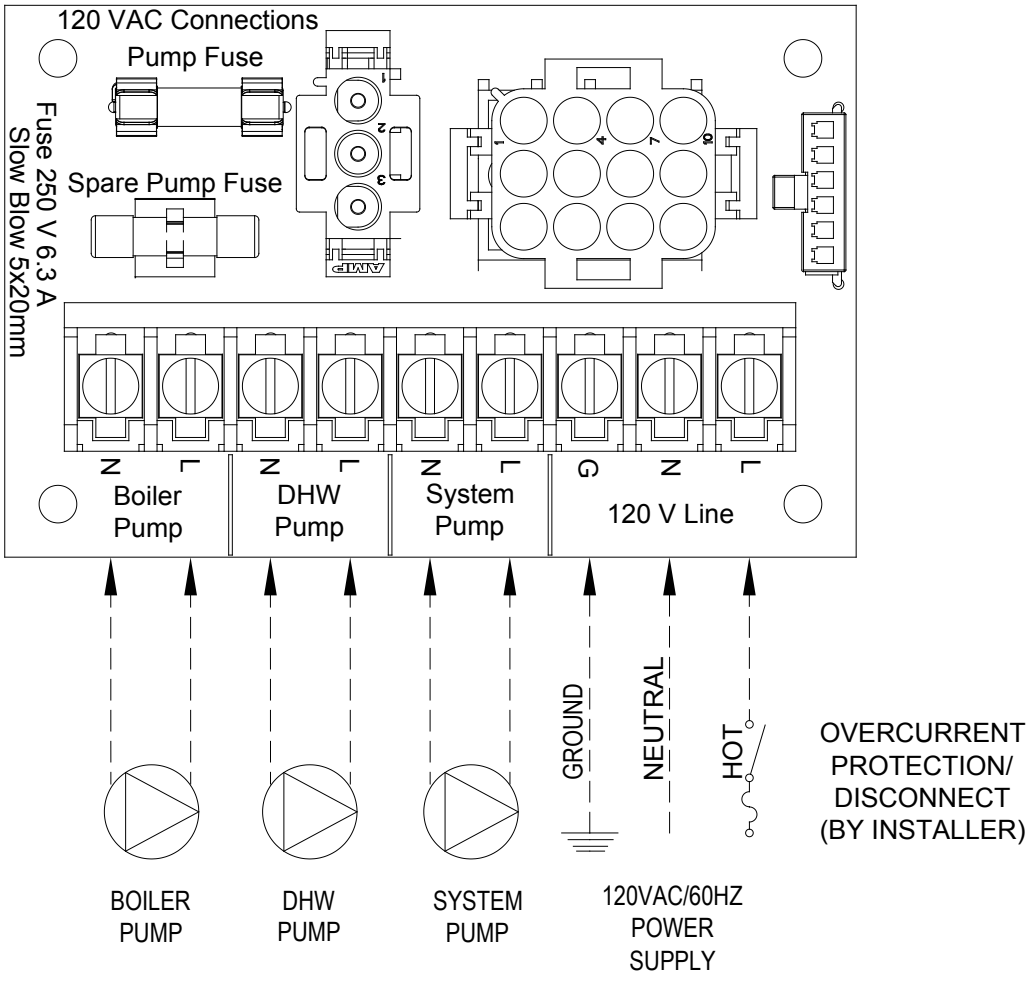

Figure 10.2: High Voltage PCB Terminal Connections
1) Line Voltage (120 VAC) Field Connections – See Figure 10.2 for line voltage connections. Provide a dedicated circuit for the boiler of 15A or greater. A service switch is recommended and is required by many local codes. Locate this switch in accordance with local codes or, in the absence of any, in a location where it can be safely accessed in an emergency involving the boiler. All 120VAC connections to the boiler itself are made on the terminal strip on the high voltage PCB located on the left side if the wiring compartment. 120VAC connections on the terminal strip are: